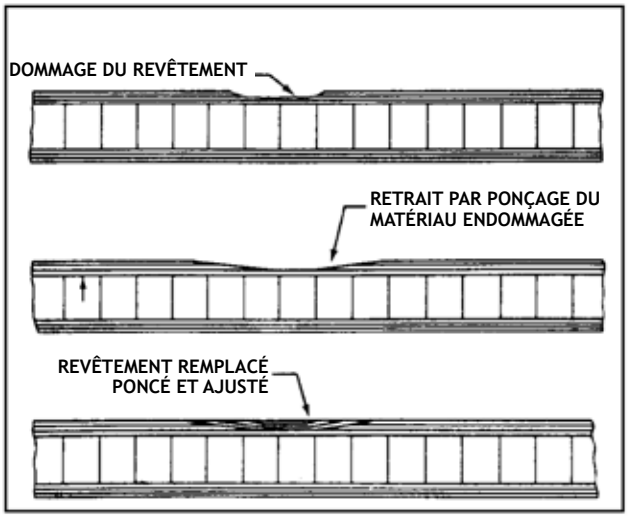

FIGURE 3-1. Réparation typique d'un stratifié (revêtement).
(1) Les dommages ne dépassant pas la première couche ou le premier pli du stratifié de fibres de verre peuvent être réparés en remplissant avec un mastic composé d'une résine compatible avec la température ambiante et de fibres de verre courtes et propres. Avant que la résine ne durcisse, appliquez un tissu d'arrachage sur la zone de réparation et éliminez les bulles et l'excès de résine. Une fois que la résine a durci, poncez l'excédent et préparez la zone pour la retouche.
(2) Les dommages suffisamment profonds pour affecter sérieusement la résistance du stratifié (généralement plus que la première couche ou la première couche de fibre) peuvent être réparés comme illustré dans la figure 3-1. Enduisez la zone poncée avec de la résine durcissant à température ambiante et appliquez des patches de fibre de verre profilés mouillés à la résine. Appliquez un tissu d'arrachage sur la réparation et éliminez les bulles et l'excès de résine. Une fois que la résine a durci, grattez l'excédent de résine et poncez la surface de la réparation pour qu'elle retrouve son contour d'origine.